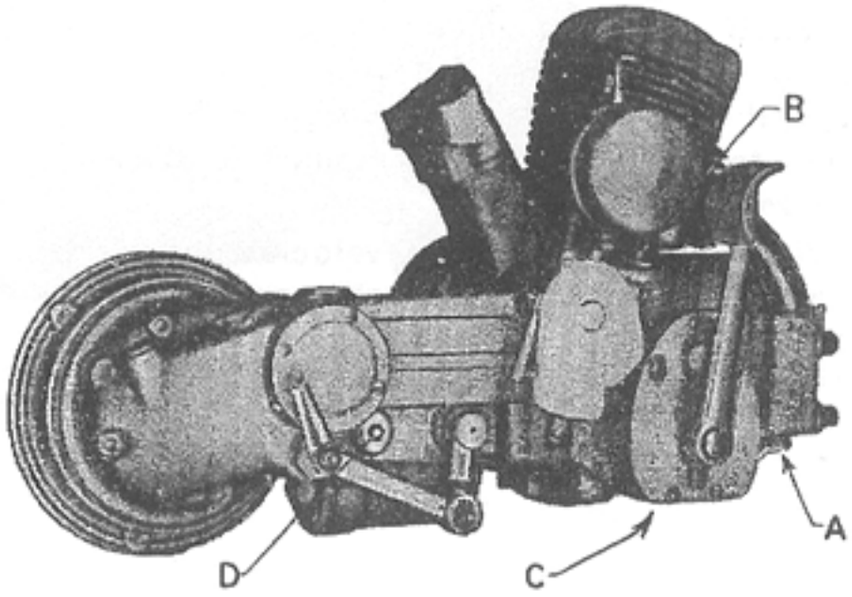
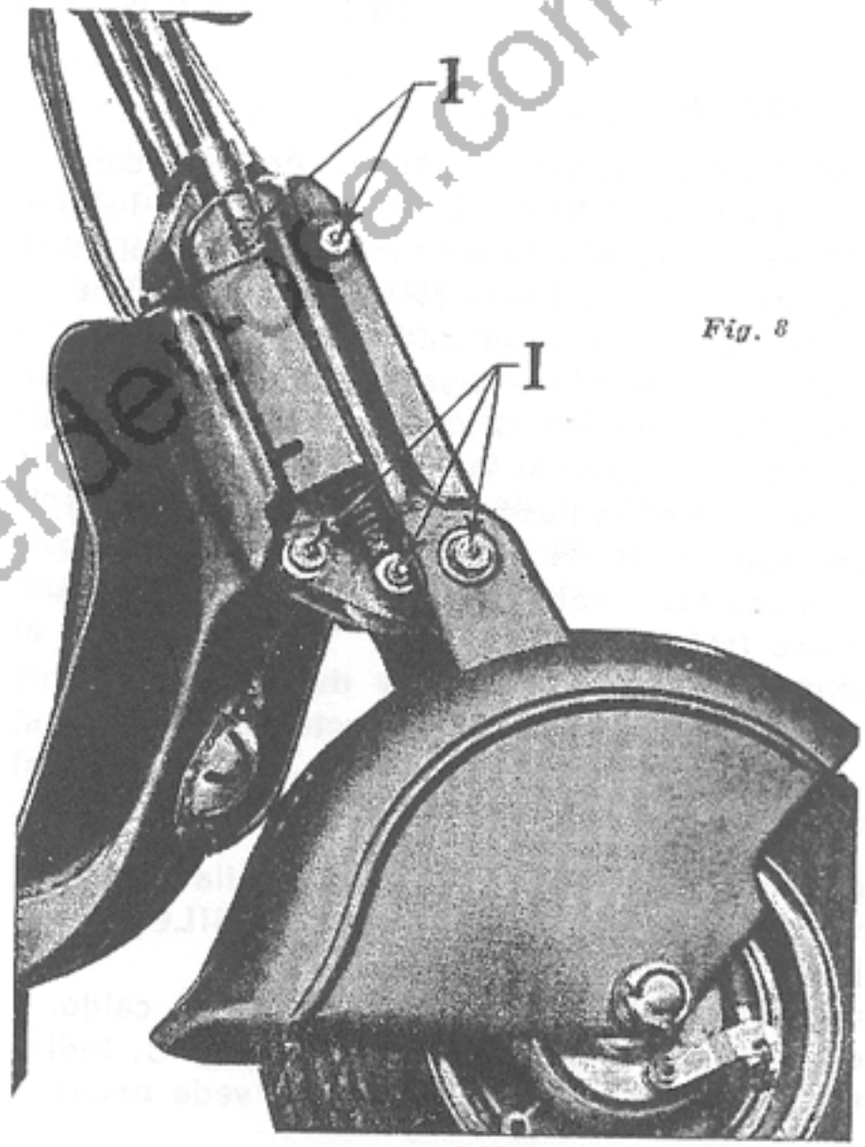

Fig. 7
Fig. 8
Il tappo (D - fig. 7) serve da riempimento e da livello.
Verificare e ristabilire il livello dell'olio nel cambio, introducendolo da B fino a quando lo si vede uscire da A (togliere i rispettivi tappi indicati nella fig. 7). Usare MOBILOIL A (nei mesi estivi o, nelle regioni calde, MOBILOIL BB). Lubrificare i perni della sospensione anteriore, i perni fusi e gli altri organi provvisti di attacco per siringa iniettando MOBILGREASE n. 2 (ingrassatori I della sospensione indicati in fig. 8). Lubrificare tutte le articolazioni, gli snodi, le leve comando, con qualche goccia di olio da motore (MOBILOIL A).
Sostituire l'olio del cambio a motore caldo. Per scaricare l'olio togliere il tappo C. Indi riempire da B fino a quando si vede uscire l'olio da A (togliere i rispettivi tappi indicati nella fig. 7). Usare il MOBILOIL A (nei mesi estivi o, nelle regioni calde, MOBILOIL BB). Lubrificare il cuscinetto ruota anteriore, iniettando mediante siringa il MOBILGREASE n. 5. Smontare e pulire il carburatore per togliere i depositi e le impurità eventualmente depositatesi.
Smontare il motore e togliere le incrostazioni nella testa del pistone, nella testina e nelle luci di scarico. Rinnovare l'olio dell'ammortizzatore attraverso il tappo (D) fig. 7.